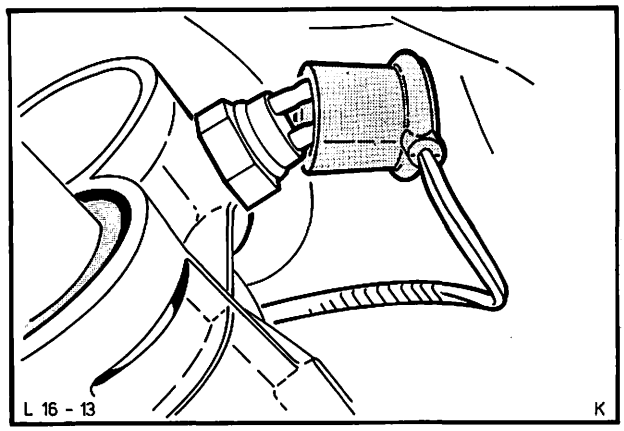

Abb. 19 Kabel – Rückfahrscheinwerfer anschließen
25. Kabel-Schalter – Rückfahrscheinwerfer anschließen. Abb. 19.